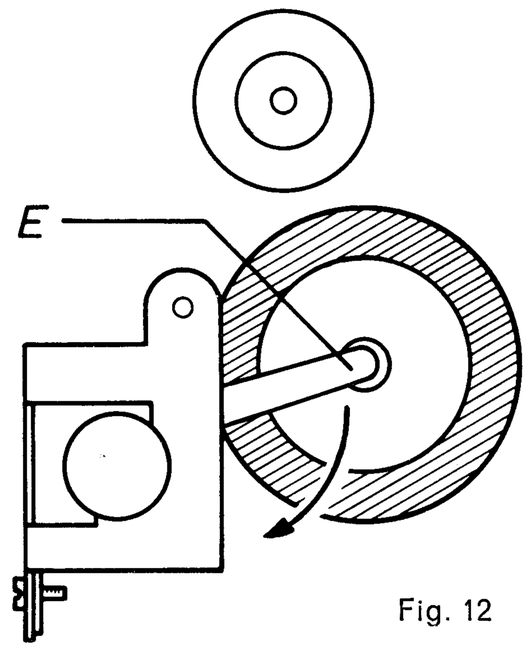

Fig. 12
7. Replacing the Speed Selector Idler of Models 722 and 723 (see Fig. 12)